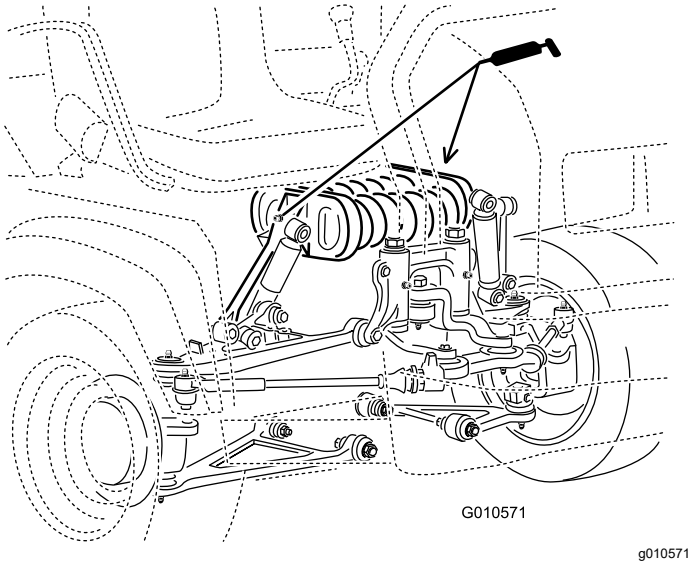

Figura 30
- **Armazón del muelle(2)**; consulte Figura 30